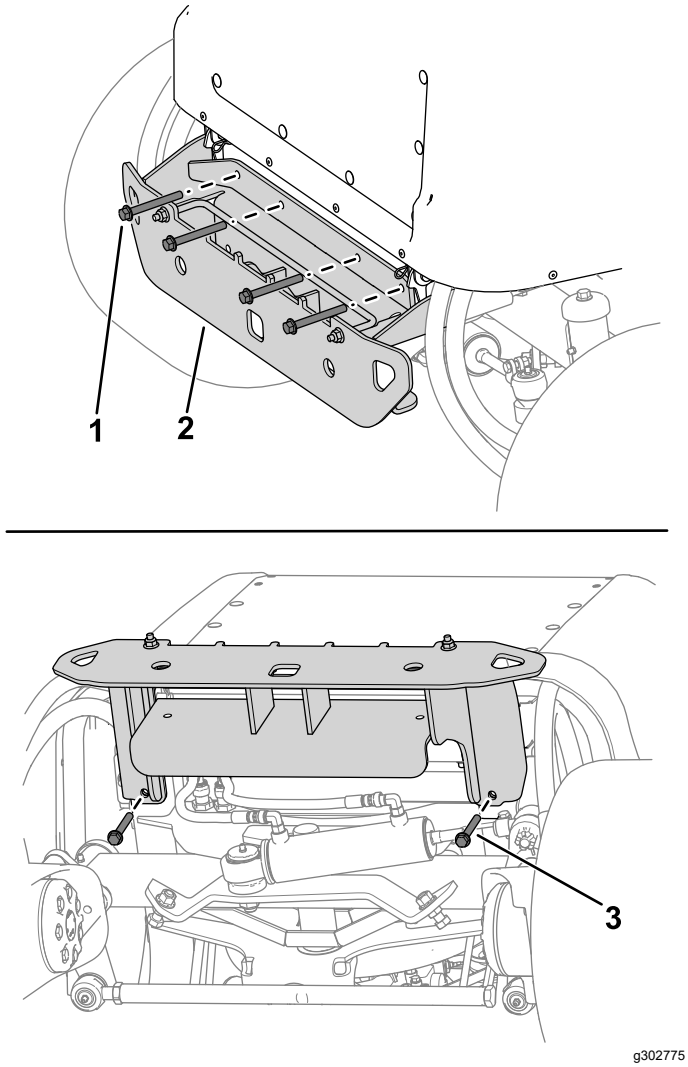

Figur 15
2. Använd fyra bultar (⅜ x 3 ¼ tum) och fyra muttrar (⅜ tum) för att fästa den övre delen av stötfångaren på maskinramen (Figur 15).
3. Använd två bultar (⅜ x 2 ¾ tum) och två muttrar (⅜ tum) för att fästa stötfångaren under maskinramen (Figur 15).